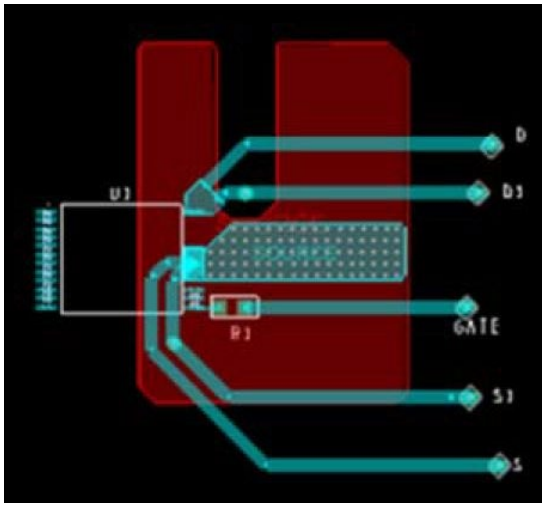

Figure 40. Thermal Resistance Test Conditions for PowiGaN Devices (INN3378C, INN3379C and INN3370C.)
Testing performed on custom thermal test PCB as shown in Figure 40. The test board consists of 2 layers of 2 oz. Cu with the InSOP package mounted to the top surface and connected to a bottom layer Cu heat sinking area of 550 mm^2.
4. Please see Figure 40.